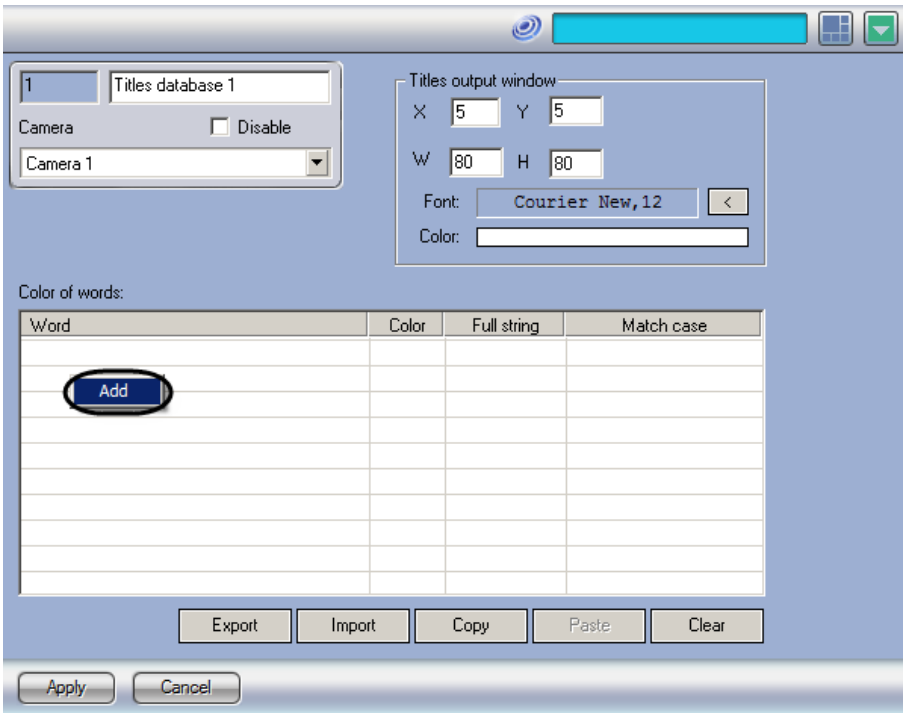

Figure 8.4-81 Adding a word
5.1. Right-click the "Color of words" field and select "Add" in the appeared context menu. (Figure 8.4-81).